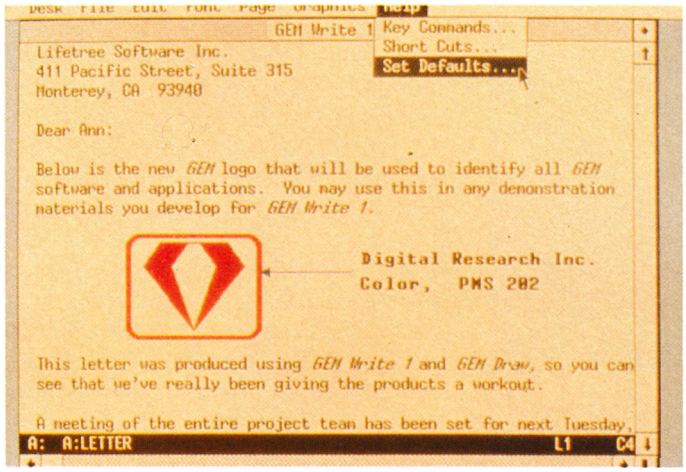

Bild 5: Mit GEM-Write können beliebige Texte für Briefe, Formulare usw. erstellt werden
- Mit GEM-Write kann man Texte bearbeiten (Bild 5). Ähnlich wie bei Wordstar und anderen Paketen wird man dabei in verschiedenen Schriftarten, mit Fettschrift, in Blocksatz usw. schreiben können; nur wird alles durch die interaktive Bedienung der Maus und die Drop-Down-Menüs wesentlich komfortabler und einfacher zu bedienen sein.